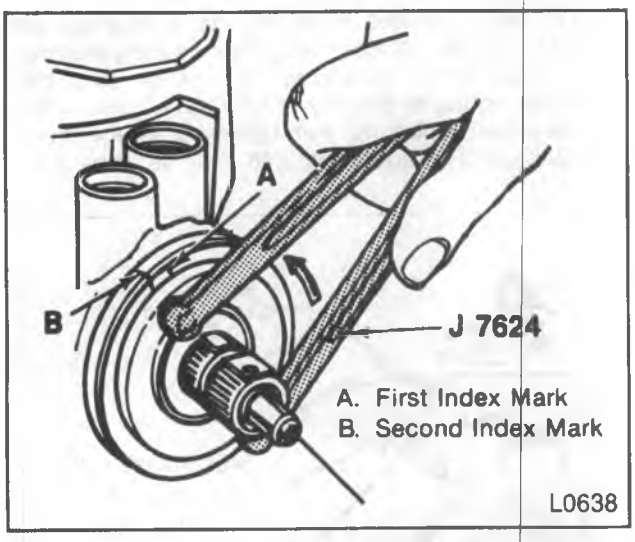

Figure 18—Aligning the Adjuster Plug to the Second Mark
5. Rotate the adjuster plug back (counterclockwise) using J 7624 until the hole in the plug is aligned with the second mark on the housing (figure 18).
6. Install the adjuster plug nut (240).